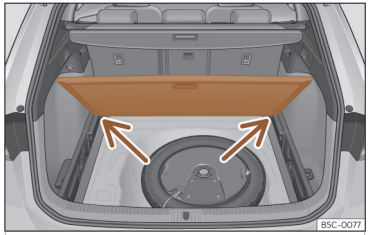

Abb. 180 Variabler Gepäckraumboden: geneigte Stellung.
- Legen Sie den Gepäckraumboden auf die dafür vorgesehenen Aufnahmen ››› **(Abb. 180)** (Pfeile).